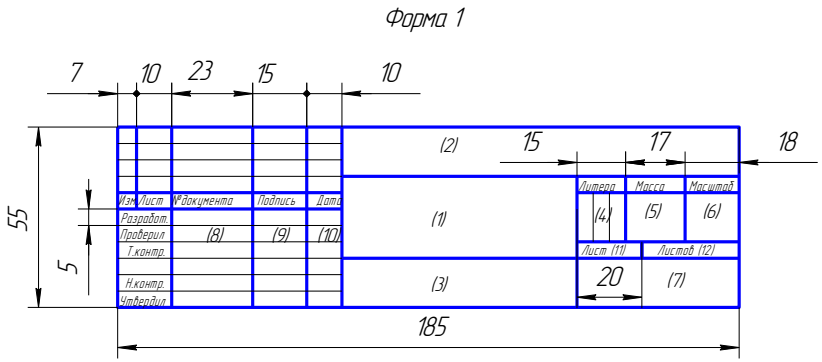

Рисунок 2.2 – Форма 1 для чертежей и схем
- на чертежах и схемах – форма 1 (рисунок 2.2);